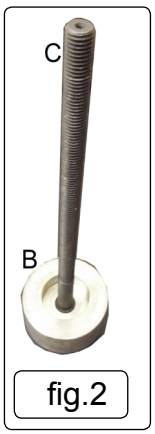
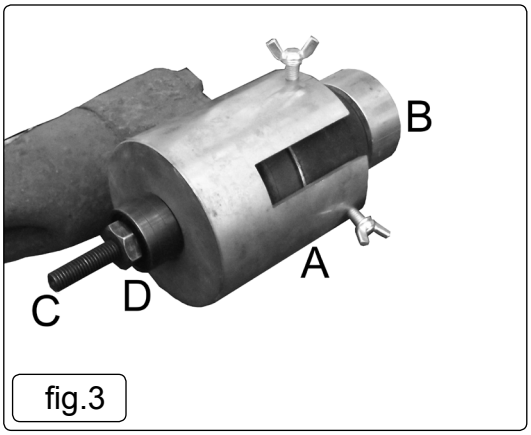

fig.2
fig.3
4.3.2. Thread the Adaptor(B) onto the short threaded end of the force screw (C). (fig.2) Pass the bolt through the bush from the rear and then position the large Adaptor (A) over the force screw, fitting it around the bush housing.(fig.3)
4.3.4. Using a 24mm spanner, turn the nut clockwise. The extractor will start to extract the bush through the housing (Fig.3). Progress can be monitored though the slot in adaptor(A)